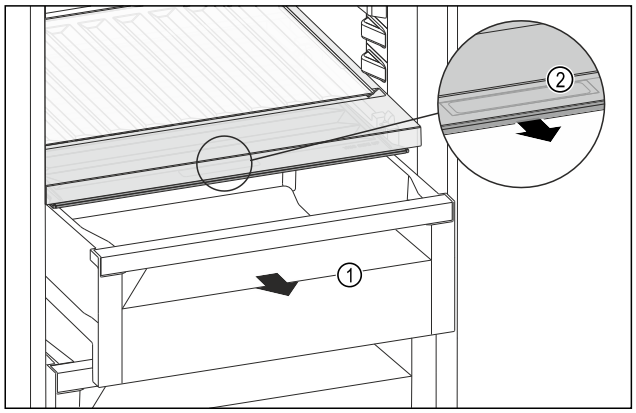

Fig. 170
▶ Pull out the drawer *Fig. 170 (1)*.
▶ Grasp the recessed grip *Fig. 170 (2)* on the compartment lid and pull the compartment lid forwards at the same time.